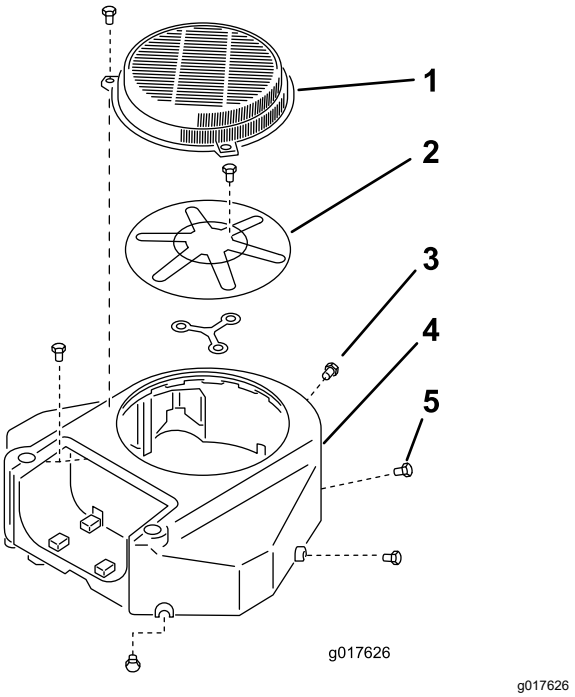

Bild 60
3. Entfernen Sie das das Luftansauggitter und das Lüftergehäuse (Bild 60).
5. Setzen Sie das Luftansauggitter ein und bringen das Lüftergehäuse an (Bild 60).